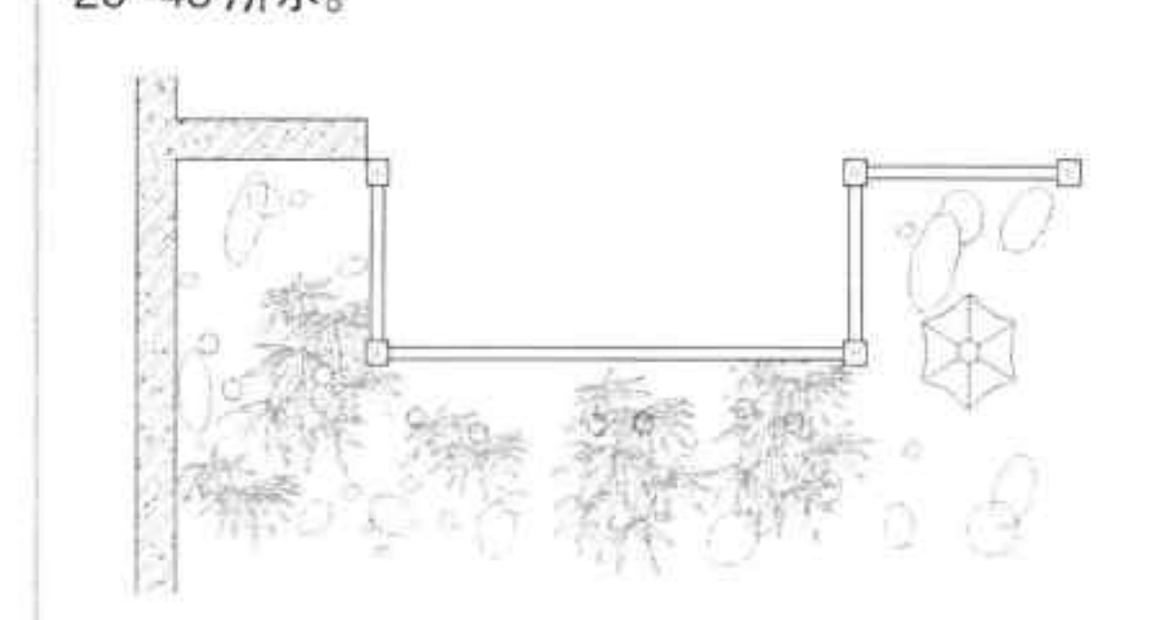

图20-48 再次填充墙体
Step 18 执行“填充”命令，选择“AR-C-ONC”图案，设置比例为 0.5，填充墙体区域，如图 20-48 所示。